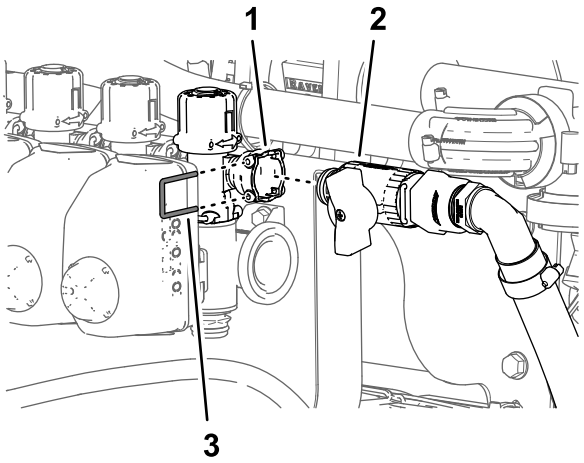

Figuur 112
1. Sluit de snelkoppelfitting van de afsluitklep van de omloop aan op de vrouwelijke snelkoppelfitting van de omloopklep (Figuur 112).
2. Bevestig de snelkoppelfittings voor de afsluitklep van de omloop en de omloopklep met de borgclip (Figuur 112) die u verwijderd hebt in stap 3 van De omloopkleppen plaatsen – Machines met optionele spuitstok of optionele elektrische slanghaspel (bladz. 45).